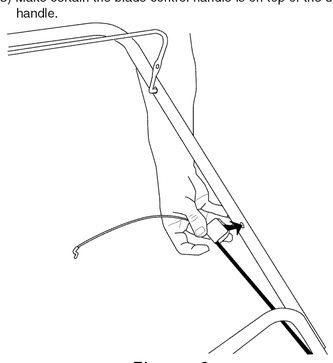

Figure 6
2) On the opposite end of the cable housing is a snap fitting. The shaft inside of the snap fitting fits in the lower hole on the left handle. Press the snap fitting in place. See figure 6.